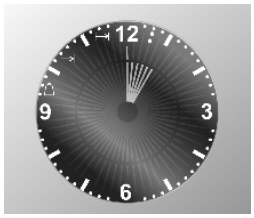

Fig. 4
- use the − / - keys to set the **cooking duration**; one press of key − adds **one minute** cooking time and every **twelve minutes one internal segment** illuminates (**Fig. 4**). After **7 seconds** the cooking programme starts and the symbol appears.
- use the − / - keys to set the **cooking duration**; one press of key − adds **one minute** cooking time and every **twelve minutes one internal segment** illuminates (**Fig. 4**);